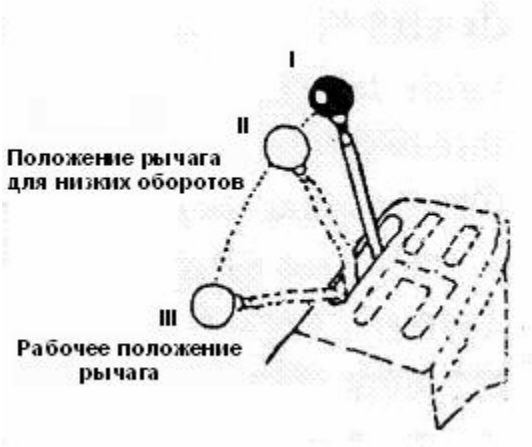

Рис. 1-4
1. Рычаг подачи топлива (Рис. 1-4).